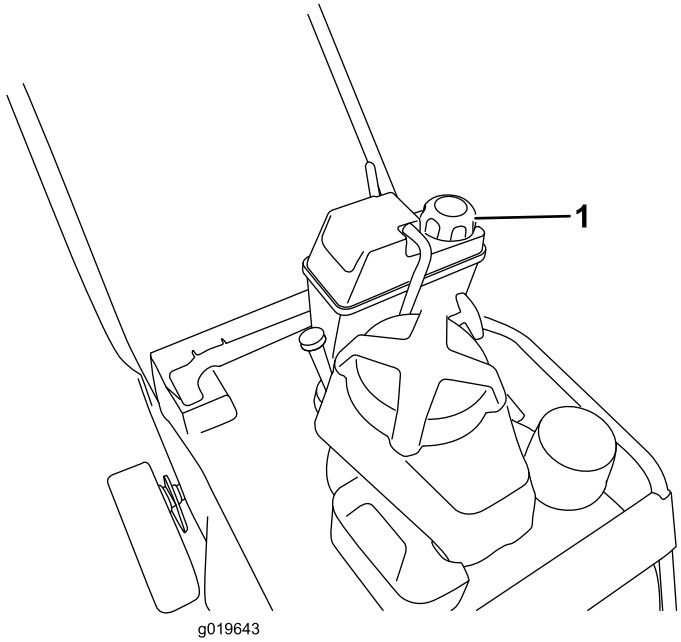

Figura 11
1. Pulite attorno al tappo del serbatoio del carburante (Figura 11).